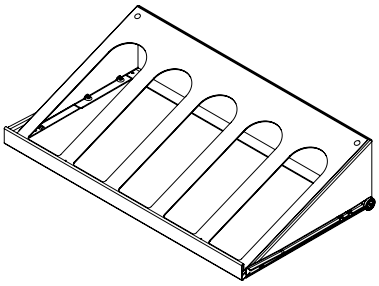

Figure 36
(1) Five bottle rollout display rack with vibration dampening mat (See Figure 36).